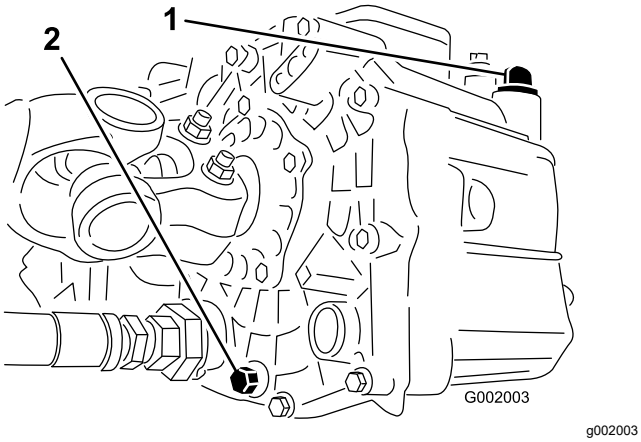

Figura 56
3. Remova o bujão de drenagem da lateral do reservatório e deixe o fluido hidráulico fluir para a bandeja de drenagem (Figura 56).